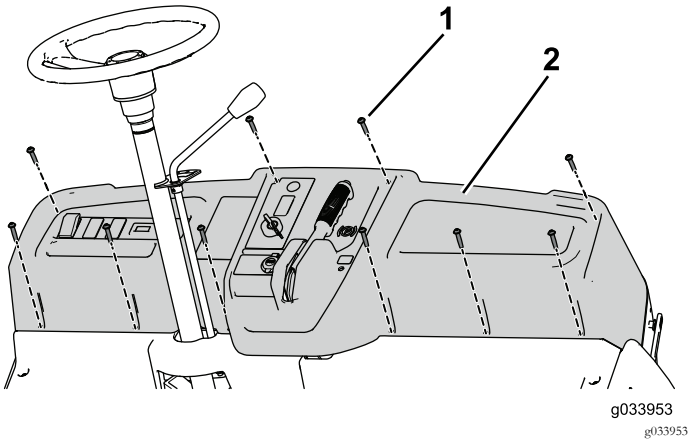

Figuur 12
6. Verwijder en bewaar de 10 bouten (1/4 x 1-1/4 inch) om het dashboard gedeeltelijk te verwijderen en koppel de kabels van de parkeerrem, de gasinstelling en het schakelsysteem af (Figuur 12).